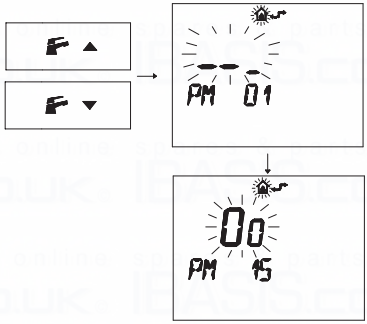

Fig. 7.13
- Press buttons ▼ or ▲ to display the **"PM15"** program that enables the external probe (Fig. 7.13).